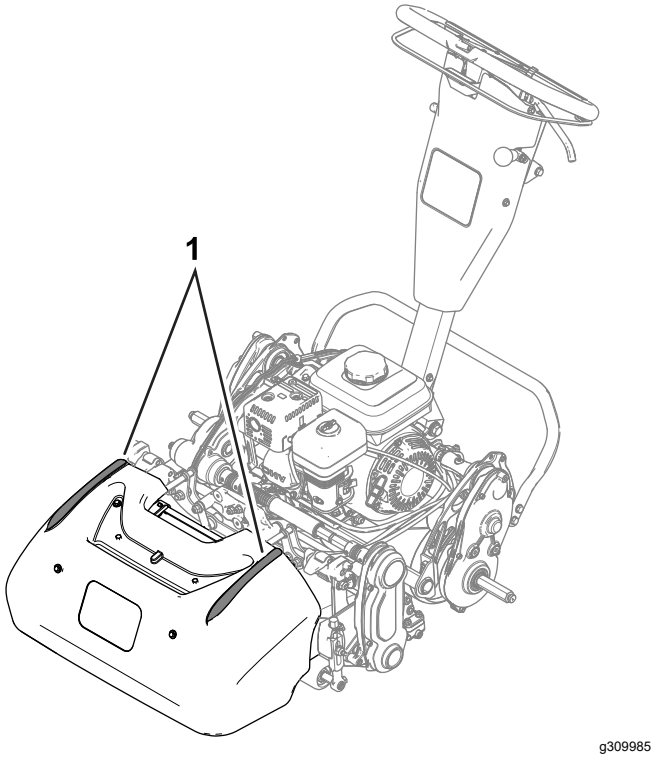

Figure 20
- Pour vous aider à travailler en ligne droite en travers du vert et à maintenir la machine à égale distance du bord de la passe précédente, servez-vous des bandes d'alignement sur le dessus du bac à herbe (Figure 20).